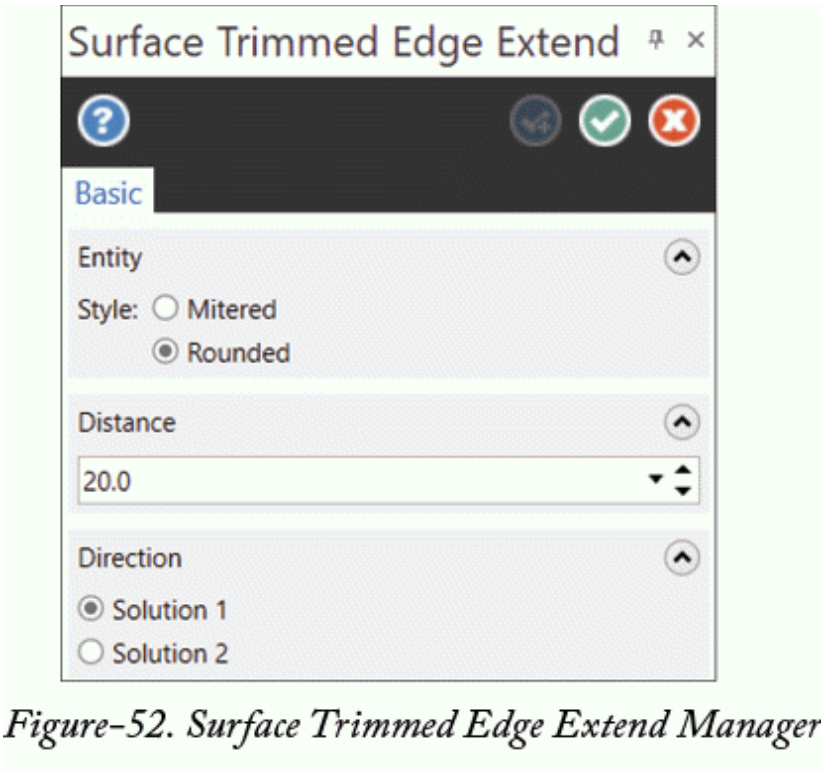

Figure-52. Surface Trimmed Edge Extend Manager
- Click on the **Extend Trimmed Edges** tool from the **Extend** drop-down in the **Modify** group of **Surfaces** tab in the **Ribbon**. The **Surface Trimmed Edge Extend Manager** will be displayed; refer to Figure-52.